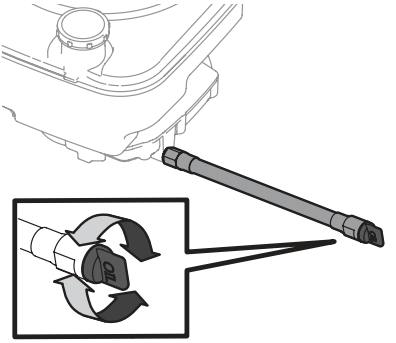

Fig. 37
5. Una vez que se haya terminado de drenar el aceite, enrosque la tapa nuevamente en el extremo de la manguera de drenaje de aceite (Fig. 37).